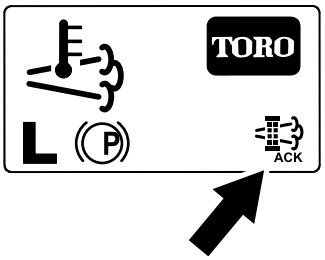

Figur 57
8. InfoCenter viser startskjermen, og regenereringsbekreftelsesikonet (Figur 57) vises i nedre høyre hjørne av skjermen mens regenereringen pågår.